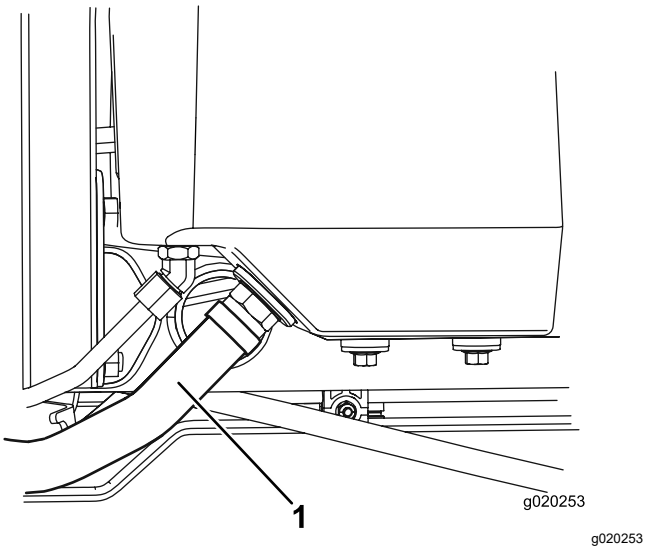

Figuur 94
2. Maak de grote hydraulische slang (Figuur 94) los van het reservoir en laat de hydraulische vloeistof in een opvangbak lopen.